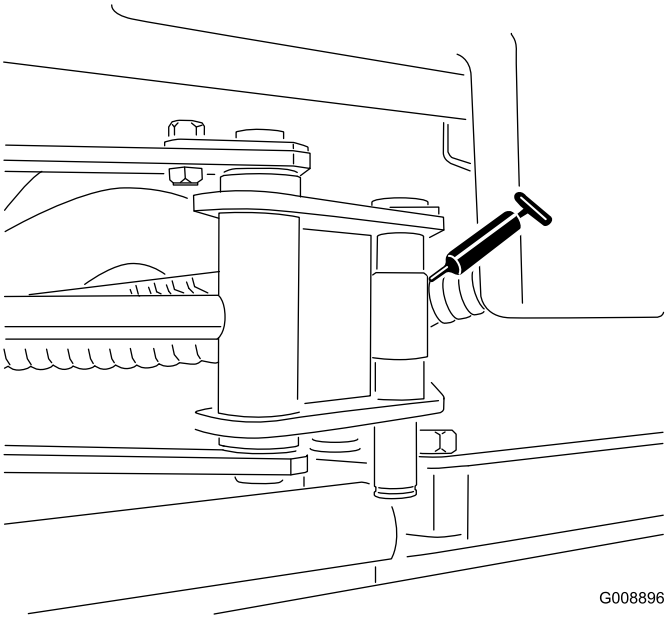

Figur 49
- Sylinderender på siden (2: kun modell 03170) (Figur 49)